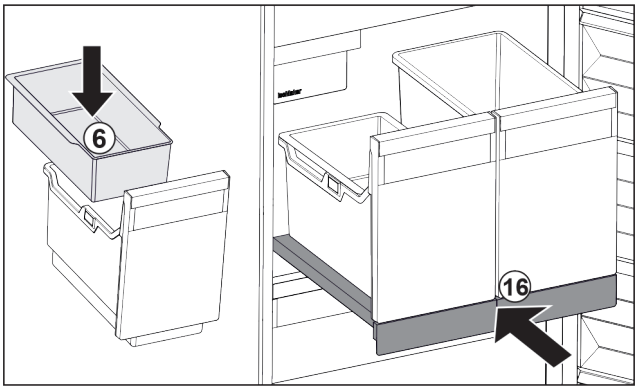

Fig. 130
▶ Introduceți tava suspendată *Fig. 130 (6)* pentru cuburi de gheață.
▶ Inserați raftul extractibil cu recipientele (IceTower). *Fig. 130 (16)*